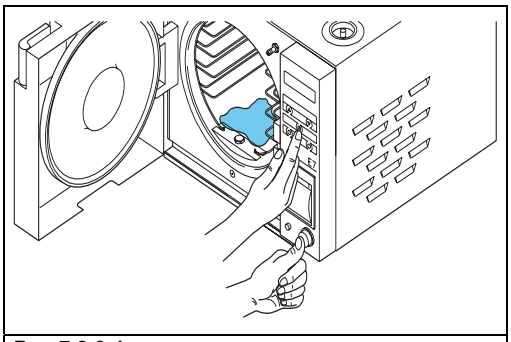

Рис.7.2.3-1
- нажмите кнопку **START/STOP** при выключенном автоклаве и открытой двери и удерживайте ее нажатой, затем включите автоклав, нажав на кнопку **POWER. (Рис. 7.2.3-1)**